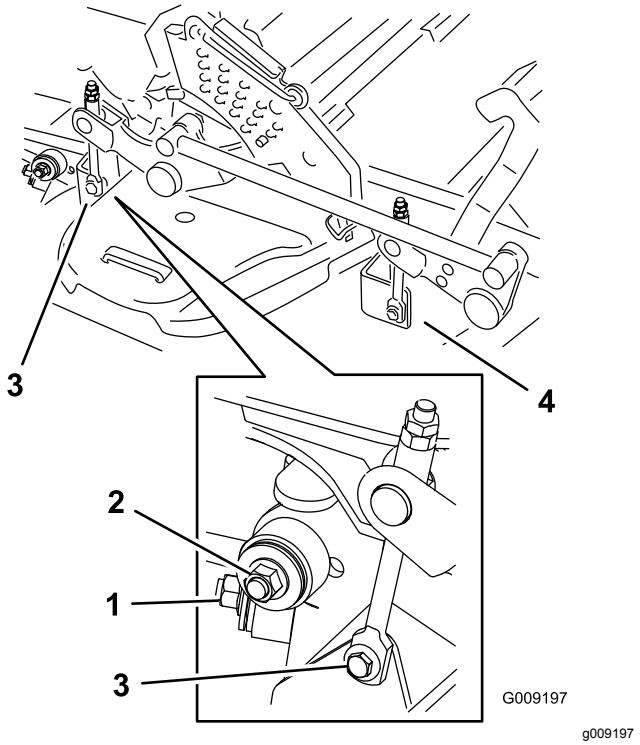

Figuur 106
7. Verwijder de bevestigingsmaterialen aan beide zijden van het maaidek zoals wordt getoond in Figuur 106 en bewaar deze materialen.